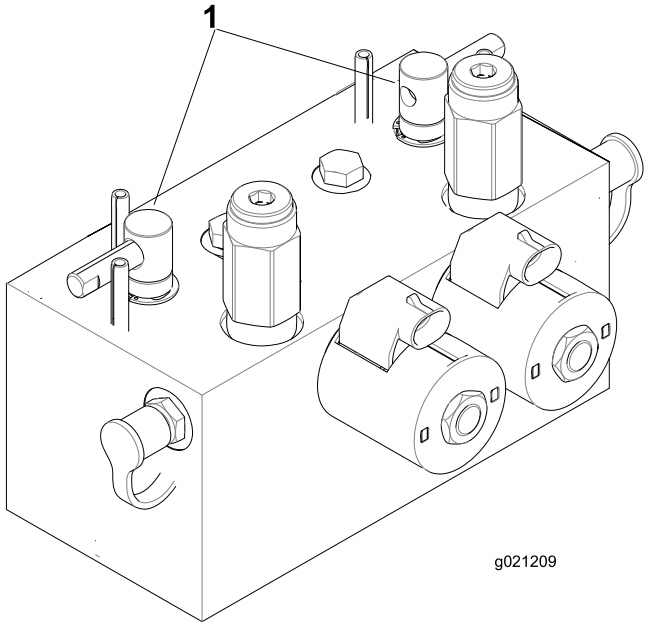

Figura 76
2. Desbloquee y levante el asiento para poder acceder a las palancas de autoafilado (Figura 76).
5. Seleccione la palanca de autoafilado correspondiente a los molinetes que desea autoafilar: delanteros, traseros o ambos (Figura 76).